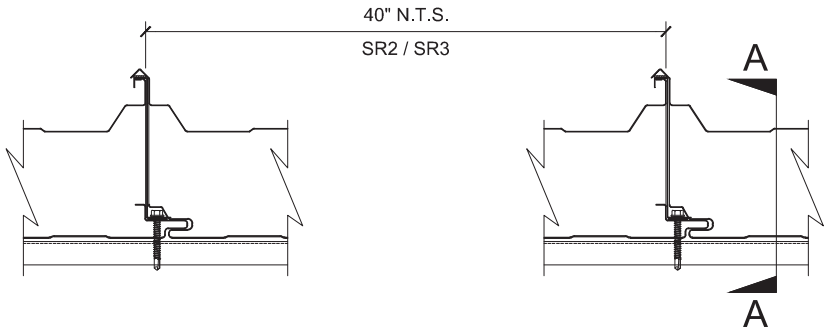

FIGURE 6
12.7 APPLY ⅛" DIAMETER BEAD OF NON-SKINNING BUTYL SEALANT DIRECTLY UNDERNEATH SR JOINT CLIP. INSTALL THE THERMALLY-BROKEN STAINLESS STEEL SR JOINT CLIP AS SHOWN IN FIGURE 6. FASTEN DOWN SR CLIP WITH SUPPLIED FASTENERS PER THE ROOF PANEL FASTENING SCHEDULE AND CONNECTIONS DETAILS SHOWN ON THE ALL WEATHER INSULATED PANELS SHOP DRAWINGS. USE A STANDARD 0 TO 800 RPM VARIABLE SPEED SCREW GUN WITH 4 TO 5 AMPS AND A POSITIVE CLUTCH OR DEPTH LOCATING NOSE TO DRIVE FASTENERS. DO NOT USE IMPACT TYPE GUNS. DO NOT OVER-TIGHTEN.